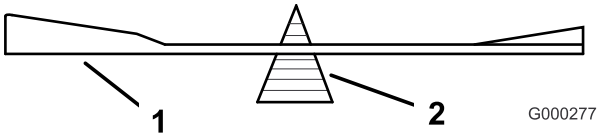
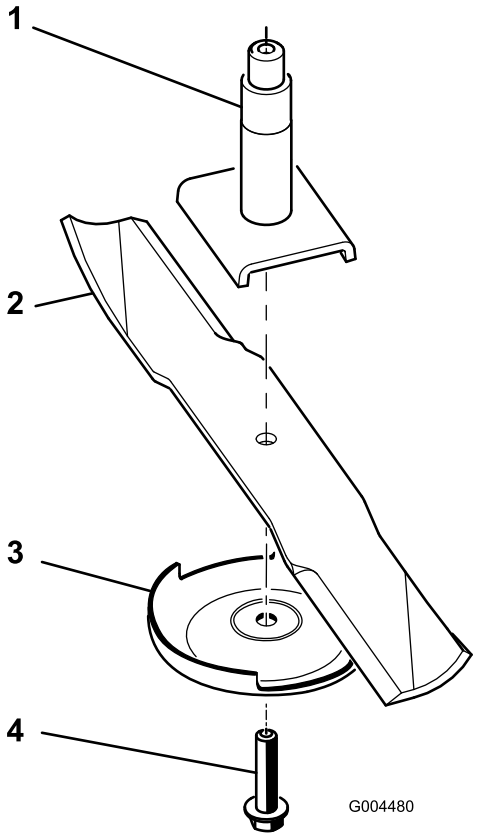

Figuur 68
Figuur 69
2. Verwijder de mesbout, de antiscalpeercup en het mes van de as (Figuur 69).
2. Controleer de balans van het mes met een mesbalans (Figuur 68). Als het mes horizontaal blijft, is het in balans en geschikt voor gebruik. Als het mes niet in balans is, moet u wat metaal afvijlen van het uiteinde van de vleugel (Figuur 69). Herhaal dit indien nodig totdat het mes in balans is.
1. Monteer het mes op de as (Figuur 69).
2. Monteer de antiscalpeerplaat en de mesbout (Figuur 69).